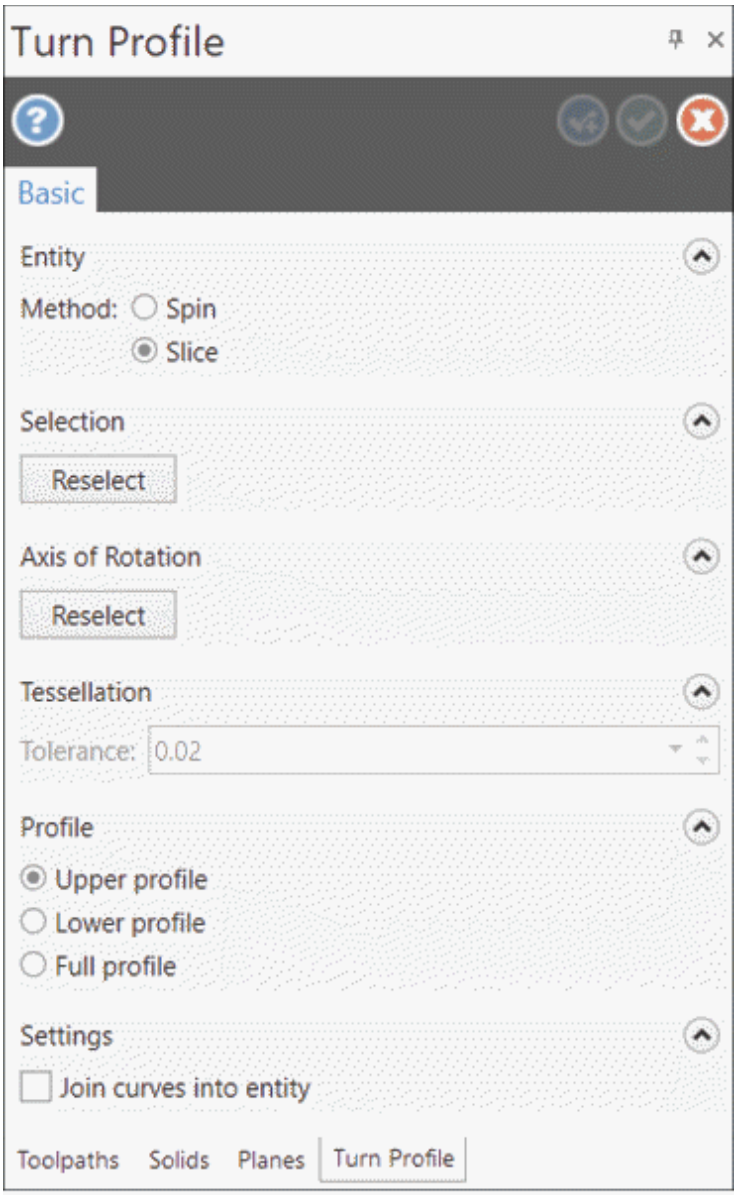

Figure-34. Turn Profile Manager
- Click on the **Turn Profile** tool from the **Shapes** panel in the **Wireframe** tab of the **Ribbon**. The **Turn Profile Manager** will be displayed; refer to Figure-34.